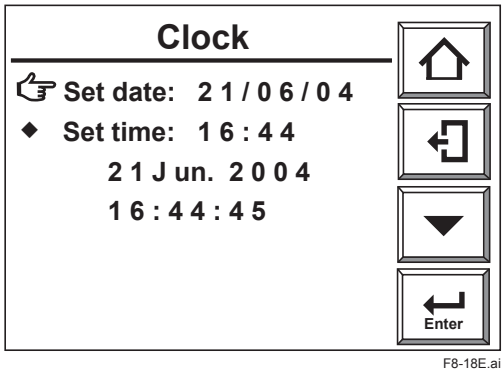

Figure 8.18. Day and Time setting
4) Select [Clock] and the display of Figure 8.18 appears.